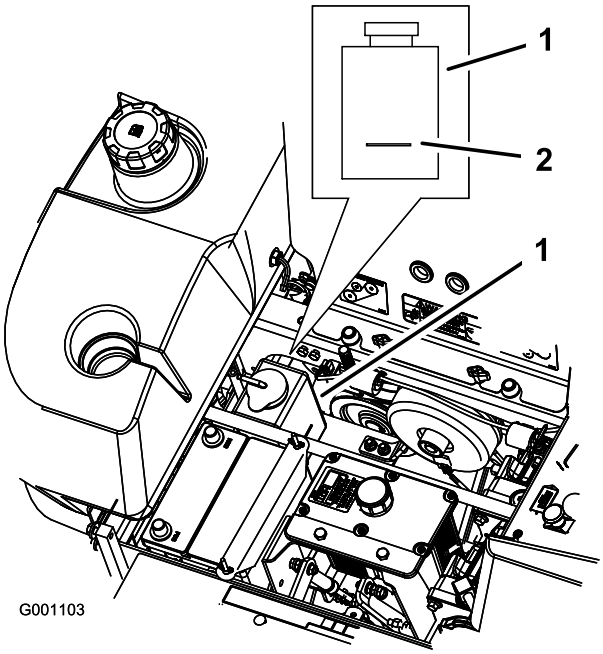

**Figur 55**
3. Kontroller, at motorkølervæsken ikke løber over. Væskestanden skal nå op til mærket på beholderens yderside (Figur 55).
4. Hvis kølervæskestanden er lav, skal du tilføre en 50/50-blanding af antifrostopløsning med forlænget levetid/Dex-Cool® og vand i beholderen (Figur 55).
5. Hæld 50/50-kølervæskeblandingen i beholderen, og fyld op til indikatorlinjen på beholderen (Figur 55).